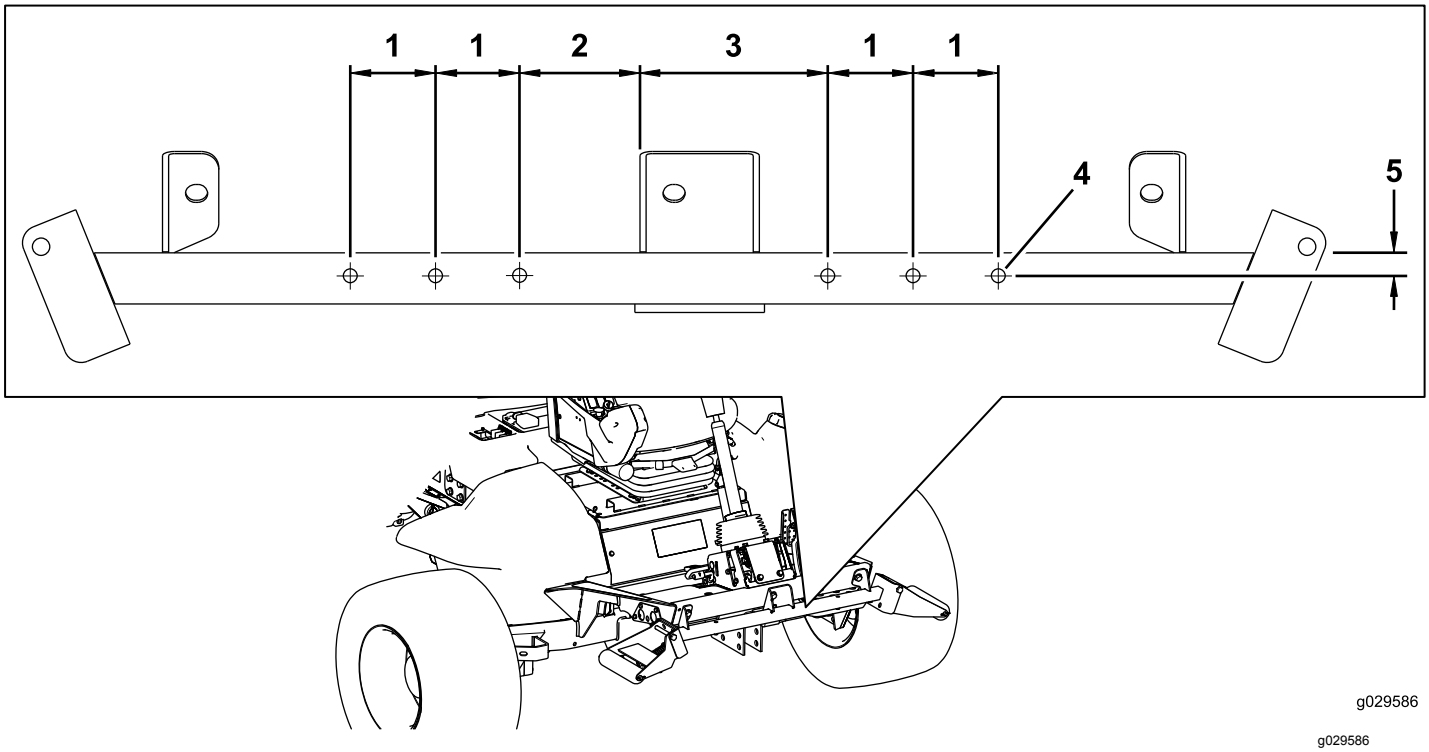

Figura 2
5. Usando las dimensiones indicadas en Figura 2, marque y perfore 6 taladros de 1,0 cm a través de ambas paredes del tubo de soporte de los rodillos.